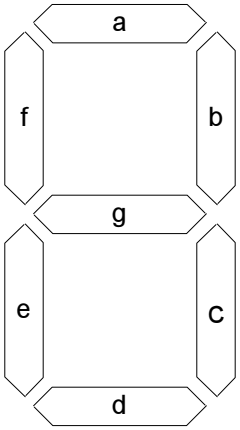

Figure 1: A seven-segment display. The bars are identified by the letters shown within each segment.
1. Combinational logic implementing the seven functions needed to operate an active-low seven-segment display. The seven functions are a, b, c, d, e, f, and g, corresponding to the letters on the segments in Figure 1 on the following page. The VHDL module takes four inputs, w, x, y, and z. Taken as a four-digit binary number $wxyz$, cause the seven-segment display to show only the 10 decimal digits. When any input in the range 10–15 is applied, the display should be blank.